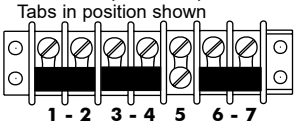

Figure 1 - VS20 Connections
- All VS20 VacStars are wired directly via an electrical box that complies with local electrical codes to the VacStar's Electrical Connection Box. See Figure 1.